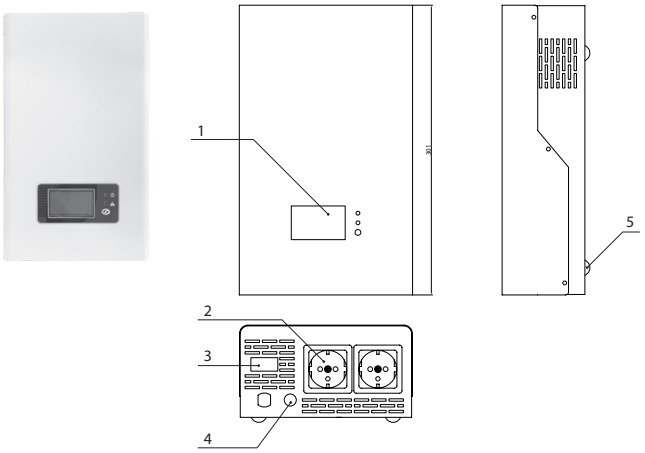

Рисунок 2.
- VOLT ASIVS 800W/VOLT ASIVS 1000W/VOLT ASIVS 1500W – Рисунок 2;